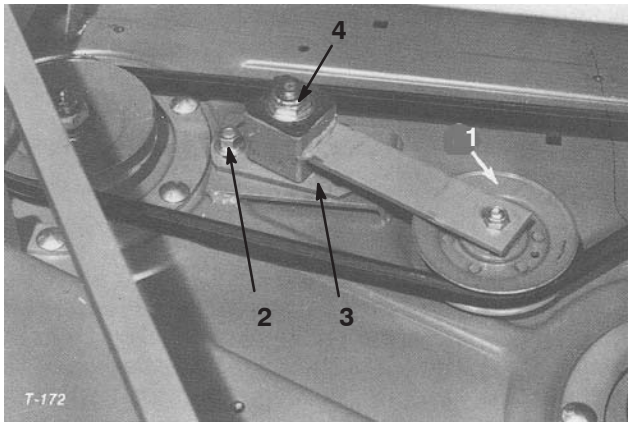

Figure 3
2. Loosen (2) nuts securing idler plate so tension of the idler pulley against the belt is released (Fig. 3).